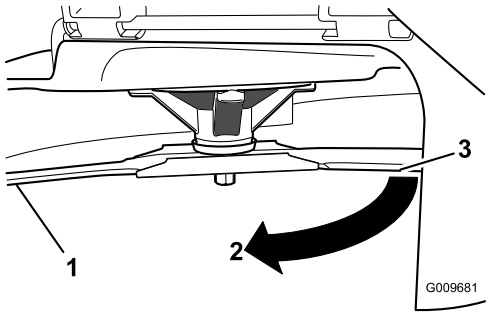

Figuur 51
3. Gemeten afstand tussen het mes en de ondergrond (A)
4. Draai hetzelfde mes 180 graden, zodat de andere maairand nu in dezelfde stand staat (Figuur 51).